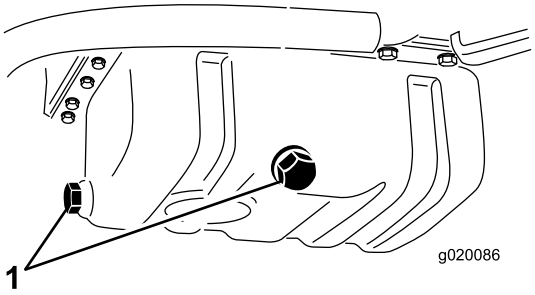

Figur 52
1. Fjern enten tappepluggen (Figur 52) og la oljen renne ut i en beholder. Når oljen slutter å renne, setter du tappepluggen på igjen.